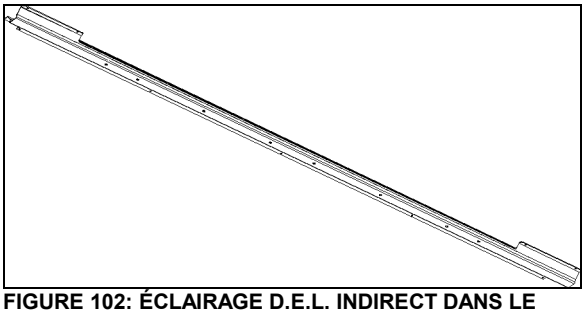

FIGURE 102: ÉCLAIRAGE D.E.L. INDIRECT DANS LE PORTE-BAGAGE À MAIN
2. Avec un tournevis pour vis cruciforme, dévisser et retirer la bande à D.E.L. existante (Figure 102).